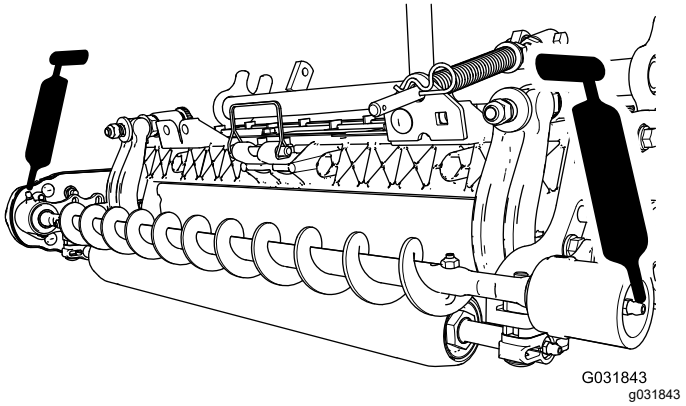

Figura 20
3. Lubrique los engrasadores de cada uno de los alojamientos de cojinete del cepillo del rodillo con grasa de litio Nº 2 (Figura 20).